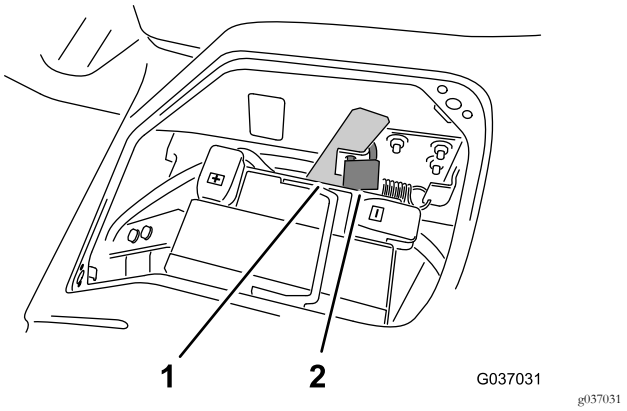

Figur 2
2. Hvis montert, fjern hengelåsen som sikrer låsehåndtaket til plattformen (Figur 2).